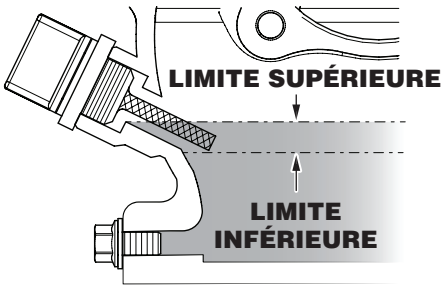

Figure 12. Jauge d'huile moteur (Niveau d'huile)
4. Si le niveau d'huile est faible (Figure 12), remplir jusqu'au bord du trou de remplissage d'huile avec le type d'huile recommandé (Tableau 7). La capacité maximale d'huile est de 2,33 pintes (1,09 litre).